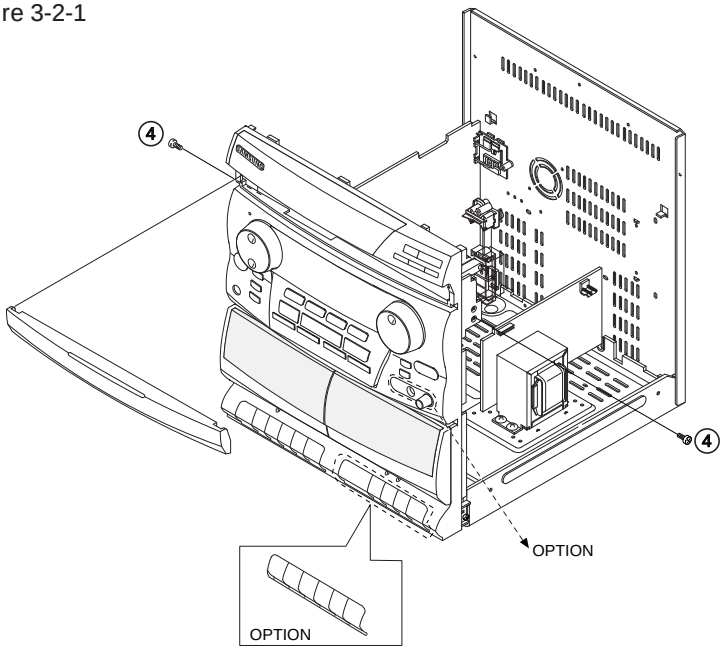

Figure 3-2
- Remove the Door in the direction of arrow ③.
- Turn the gear clockwise using a screw driver as shown in Figure 3-2- 1.
- Pull the Tray in the direction of arrow ② and then remove the Door in the direction of arrow ③ .
3. Remove 2 screws ④ and lift the CD-MECHA.